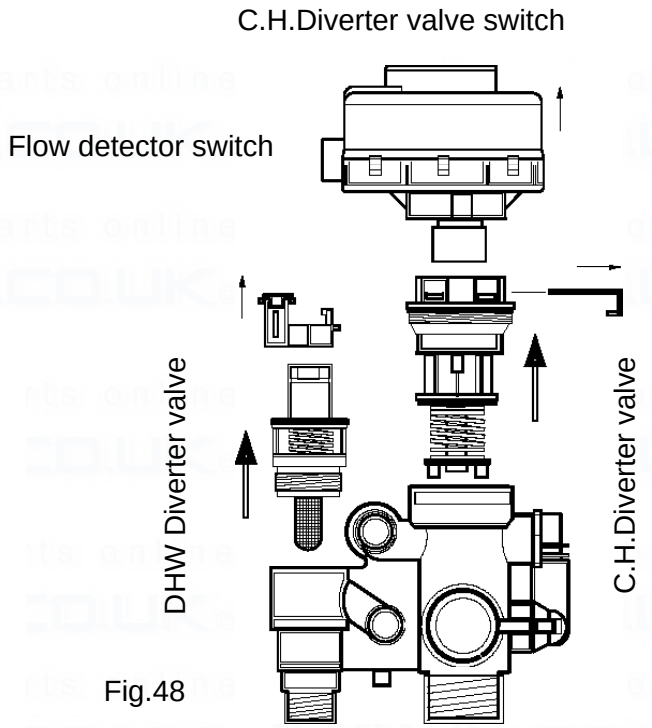

Fig.48
8.17.1.3 Remove the flow detector as fig.48.